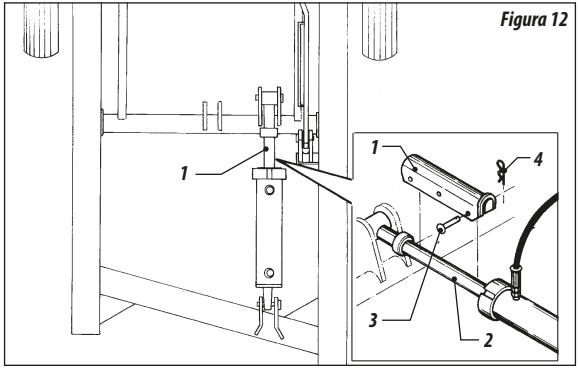

Figura 12
01 - Para enganchar la rastra en la barra de tracción del tractor, debese observar el alineamiento de los mismos, regular la altura exacta en el enganche de la rastra y usar el perno "L" de enganche item1 figura 12.